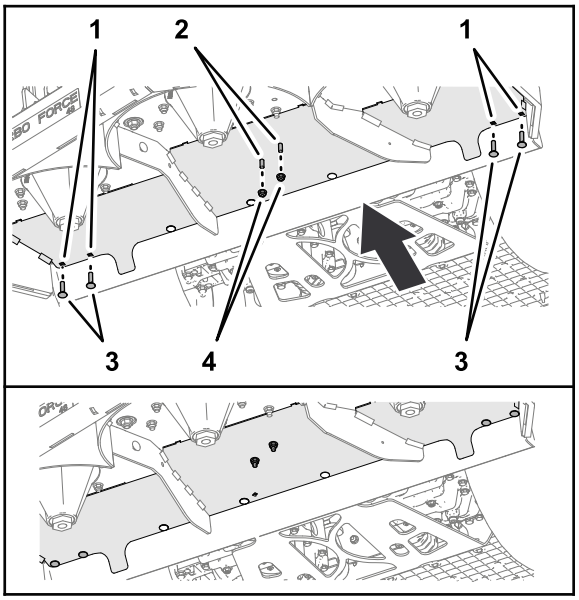

Figure 48
6. Install the 4 carriage bolts (Figure 48) that you remove in steps 3 and 4 into the holes in the mower deck, and secure the carriage bolts with the 4 flange locknuts that you removed in steps 1 and 2.
7. Install the 2 flange locknut (Figure 48) that you removed in step 5 onto the 2 flange-head bolts (5/16 x 3/4 inch).